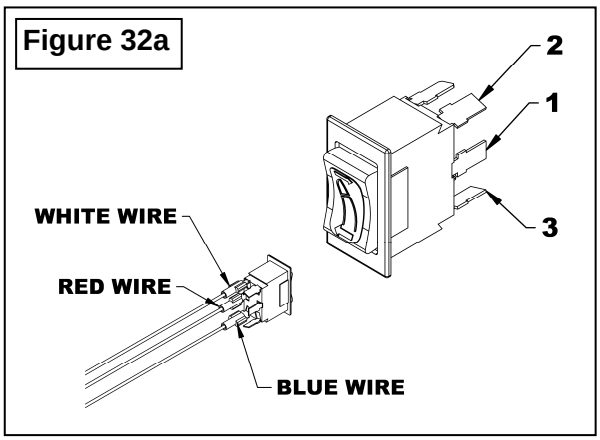

Figure 32a
20. **Figure 32a:** Connect the red wire to blade 1, the white wire to blade 2 and the blue wire to blade 3 of the switch. The red wire **must** be connected on the center blade (item 1).